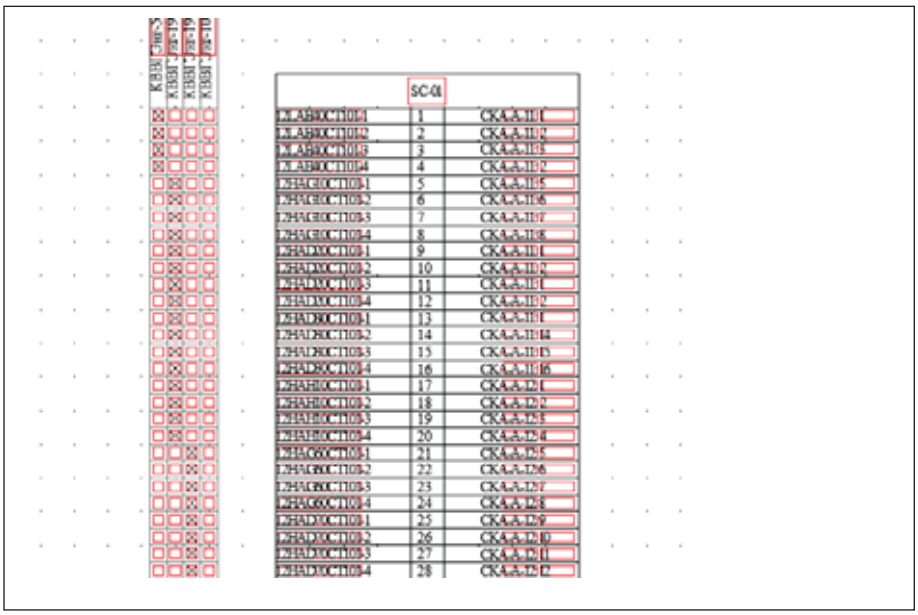

Рис. 16. Фрагмент схемы подключения кабелей к рядам зажимов
- схемы подключения кабелей к рядам зажимов (рис. 16);